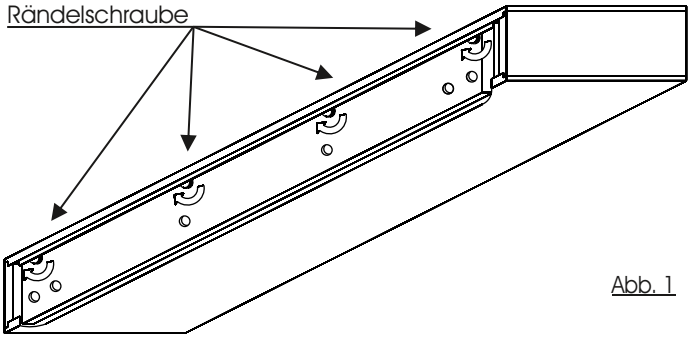

Abb. 1
2. Die Montagerückwand ist im hinteren Bereich der Brücke befestigt. Lösen Sie die Rückwand durch hinein drehen der Rändelschrauben und ziehen Sie diese durch leichtes kippen nach unten heraus. (Abb. 1 & 2)